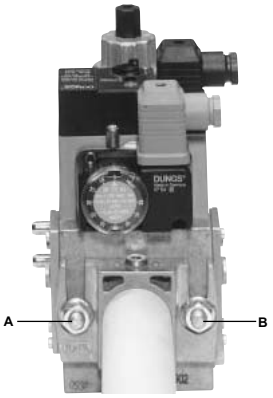

Fig. 7
3. stringere le viti A, B, C e D (Fig. 7 - Fig. 8), rispettando le posizioni di montaggio (Fig. 10);